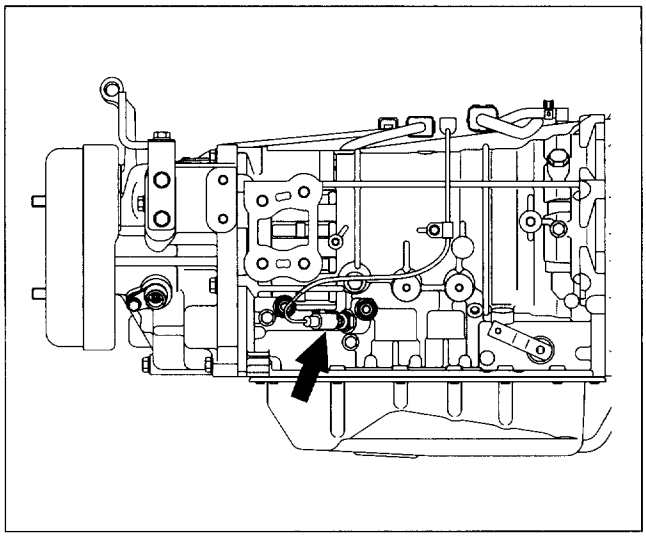

Figure 26. ATF Temperature Switch
- This switches fitted to the right side of the transmission case. It detects abnormal high temperature of the ATF to protect transmission (figure 26).